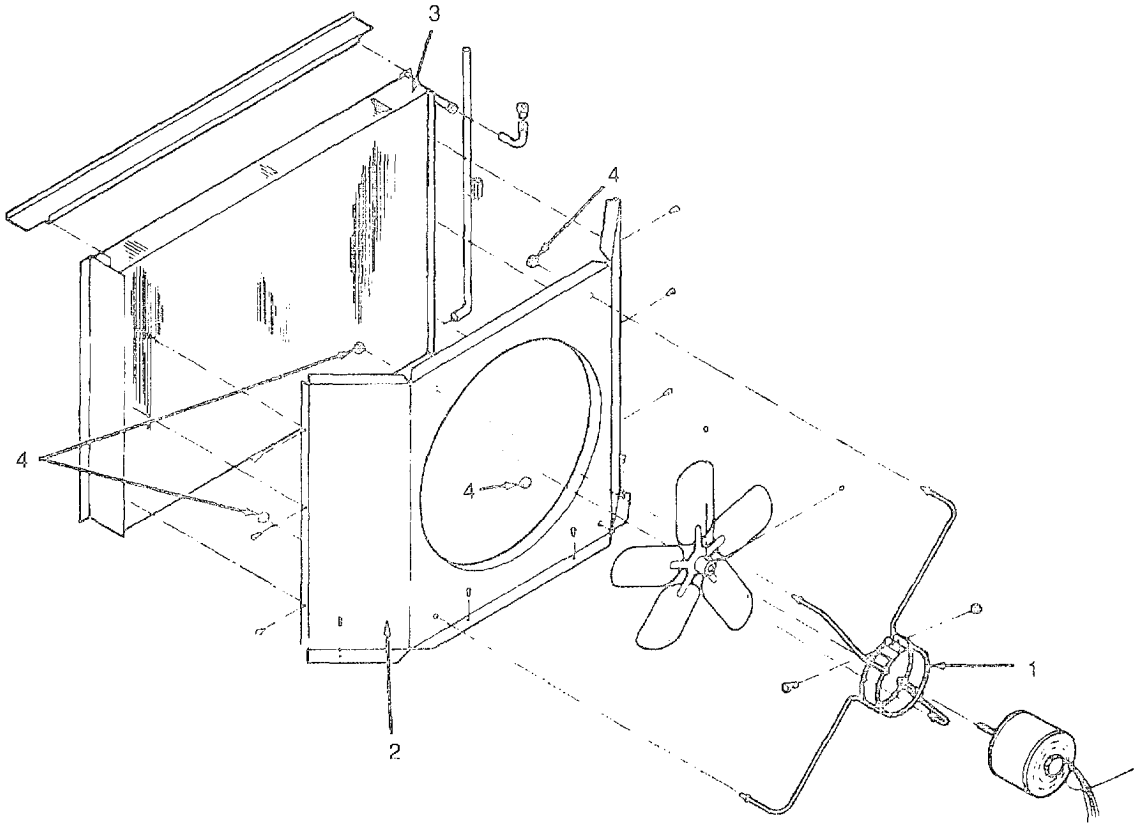

Figure 4-42. Outdoor Fan Motor Bracket
(1) Inspect outdoor fan motor bracket (1, Figure 4-42). Check for loose or missing hardware.
(2) Install both side door assemblies. See para 4-19.
(1) Push venturi panel (2, Figure 4-42) back toward the outdoor coil (3).
(2) Remove the four nuts (4) from the outdoor fan motor bracket (1).
(3) Slide the outdoor fan motor bracket out of the air conditioner.
(1) Slide the outdoor fan motor bracket (1, Figure 4-42) through the right side door assembly opening and mount the bracket on the venturi panel (2).
(2) Secure the outdoor fan motor bracket to the venturi panel with four nuts (4).
(3) Push the venturi panel (2) toward the rear panel.
(4) Install outdoor fan and motor. See para 4-45.
(5) Install control box cover (para 4-23) and side door assemblies (para 4-19).